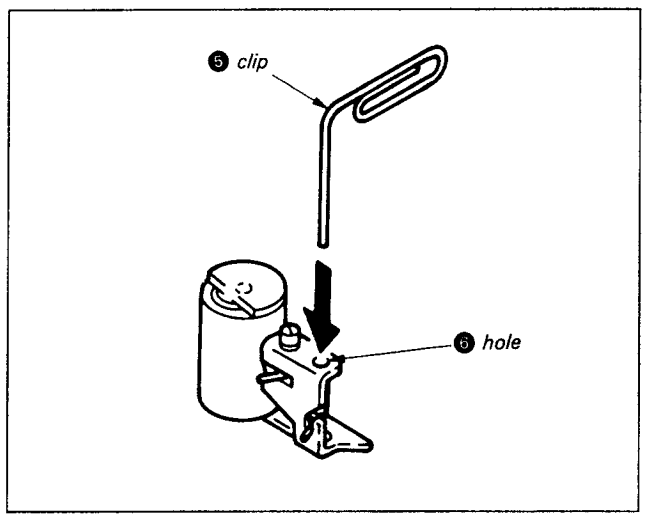

Fig. 7-20.
2) Insert the end of a paper clip ❺ or other thin rod inside the pinch roller arm assembly hole ❻. (See Fig. 7-20, 7-21.)